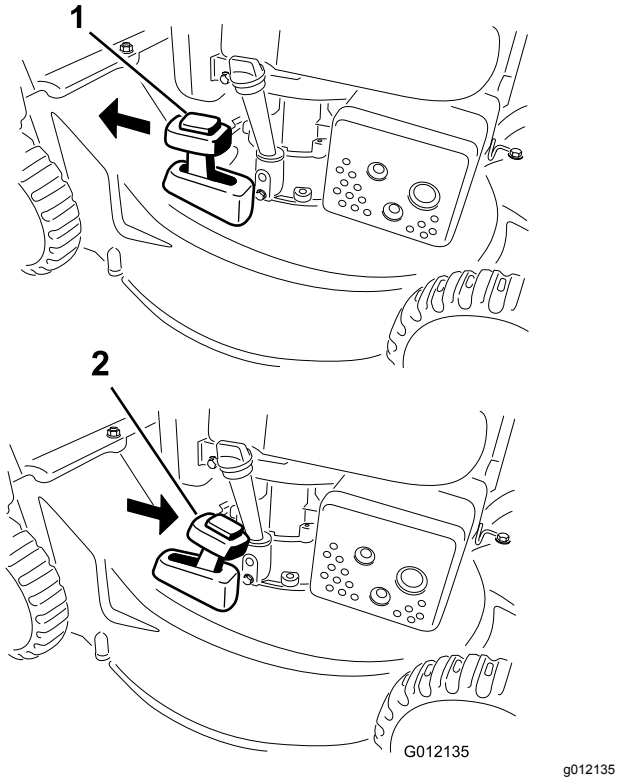

Figure 16
To recycle the clippings, move the bag-on-demand lever to the RECYCLING position (Figure 16).
2. Install the grass bag; refer to Installing the Grass Bag (page 11) and move the bag-on-demand lever to the BAGGING position as shown in Figure 16.
Note: If the grass bag is on the machine, remove it before rear-discharging the clippings; refer to Removing the Grass Bag (page 12). The bag-on-demand lever should be in the BAGGING position as shown in Figure 16.